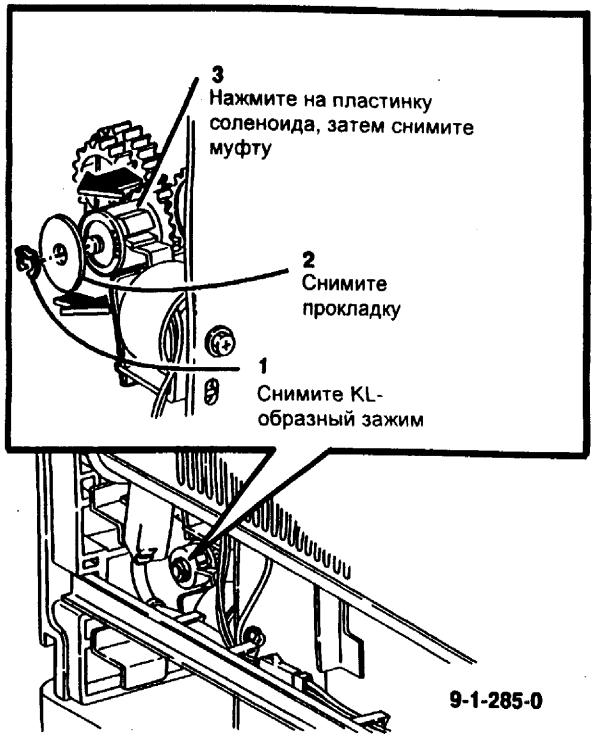

Рис. 2 Снятие муфты подачи лотка 3
- (Рис. 2) Муфту подачи лотка 3